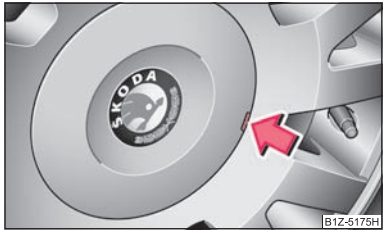

Fig. 136 Déposer l'enjoliveur d'une roue en alliage léger
– Démontez prudemment l'enjoliveur de roue au moyen de l'étrier en fil de fer ⇒ fig. 136. ■